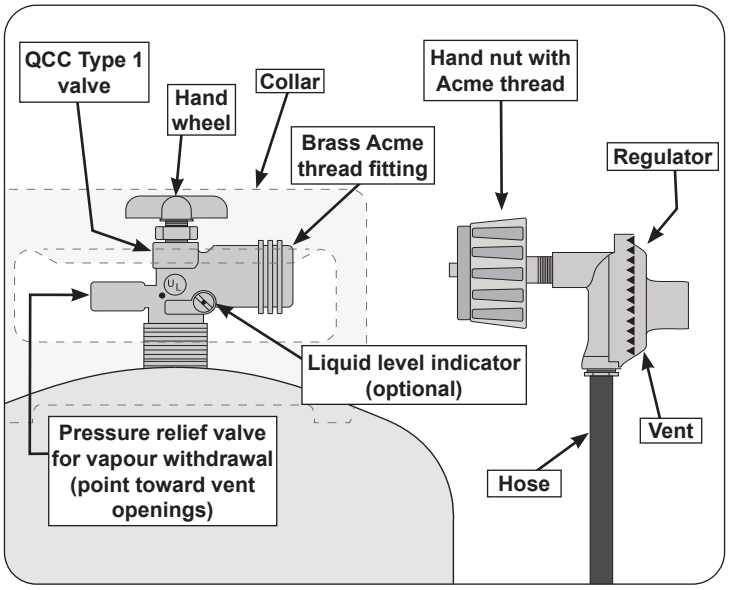

Fig. 9-1 Type I Acme thread coupler
d. The cylinder used must include a collar to protect the cylinder valve. The cylinder supply system must be arranged for vapour withdrawal. See Fig. 9-1.
e. When used with a cylinder, the gas supply system must be used with a pressure regulator. The pressure regulator and hose assembly (Fig. 9-1) supplied with this outdoor gas appliance **(select L.P. models only)** must be used. Original and replacement pressure regulator and hose assemblies must be those specified by the manufacturer for connection with a cylinder connecting device identified as Type I by the ANSI Z 21.58/CGA 1.6 and must comply with UL 144 as a part of the self-contained LP gas supply system (see PARTS LIST for ordering information).
To disconnect: Turn the hand nut counterclockwise until detached (Fig. 9-1).